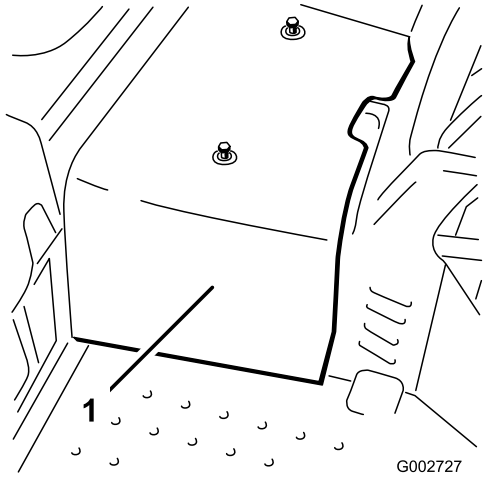

Figur 31
2. Fjern de to skruer, der fastgør den midterste beklædning til maskinen, og fjern beklædningen (Figur 31).